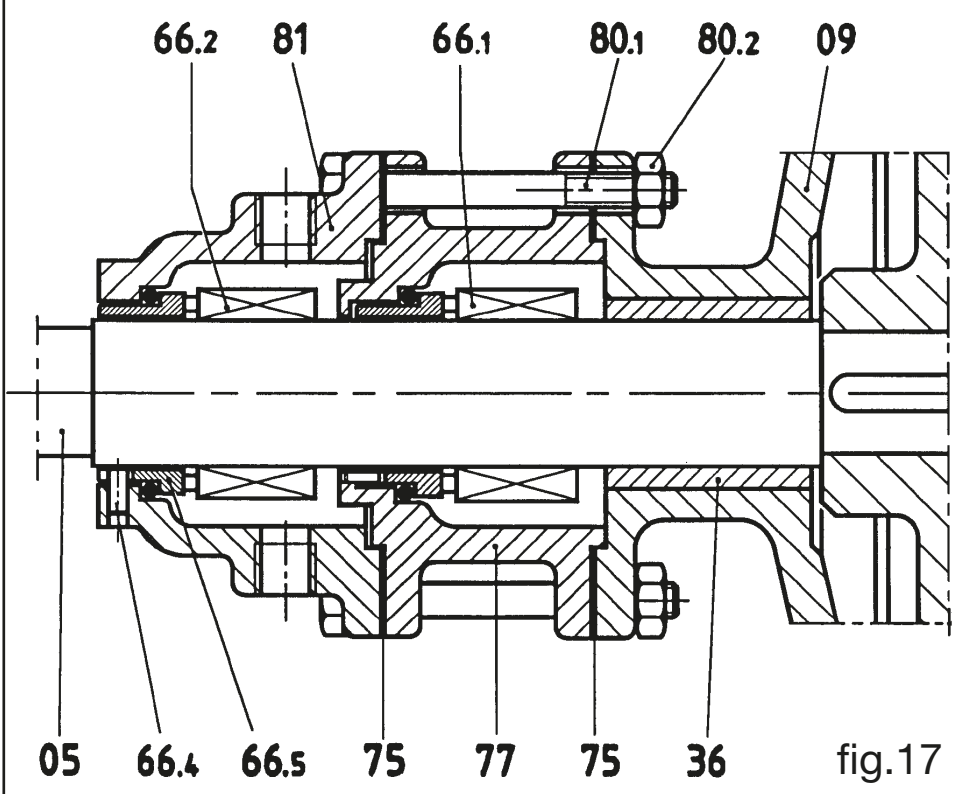

fig.17
11.10 Démontage de la double garniture mécanique ST7 (fig. 17)